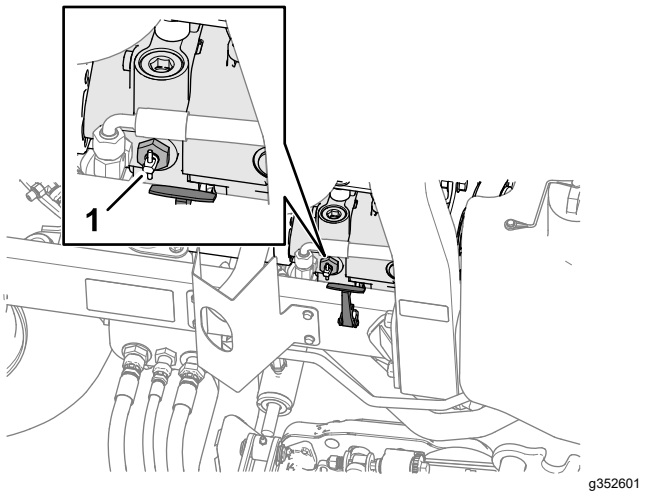

**Figur 48**
2. Vrid överströmningsventilhandtaget på pumpen 90° (Figur 48). Handtaget sitter nära motorhuvens högra spärr.